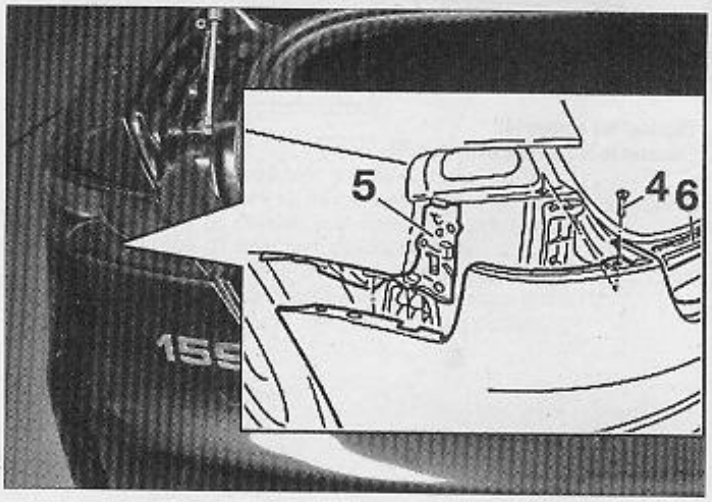

FIG. 77
- Déposer les vis de fixation supérieures (4) du bouclier (Fig.77).